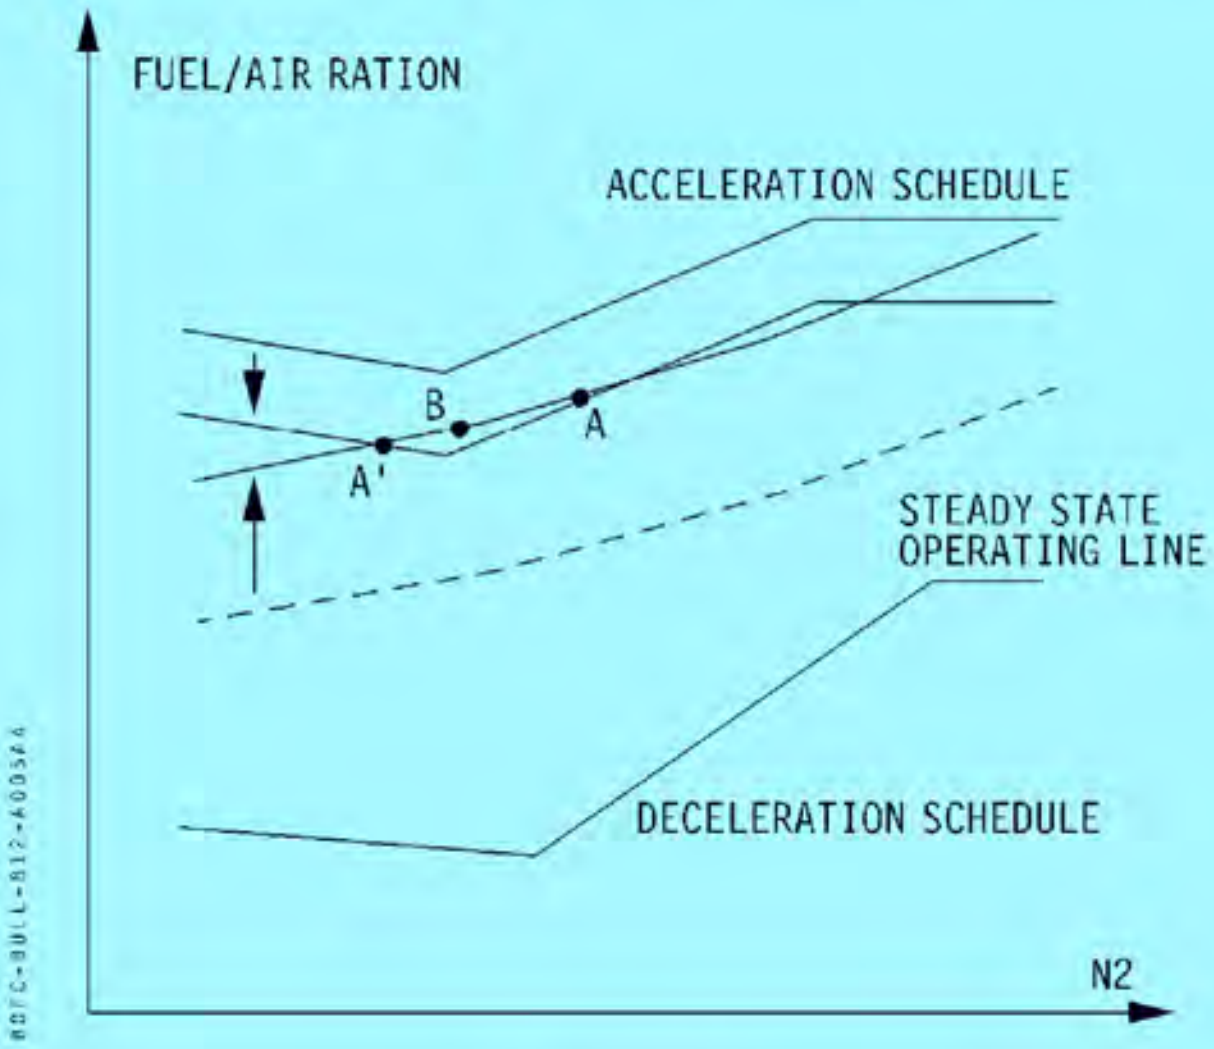

Figure 5
- Under extreme conditions (refer to **Figure 5**, here after), **the Steady State Operating Line may come to intersect the Acceleration Schedule** resulting in a zero, or even negative, fuel margin, with the following consequences on the engine operation :